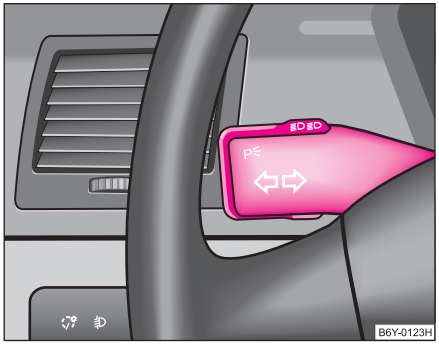

Fig. 36 Maneta de acționare a luminilor de semnalizare şi a luminii de drum
– Apăsați maneta luminii de drum în față, pentru a aprinde lumina de drum ⇒ pagina 58, fig. 36.
– Apăsați maneta în sus, respectiv în jos ⇒ fig. 36.